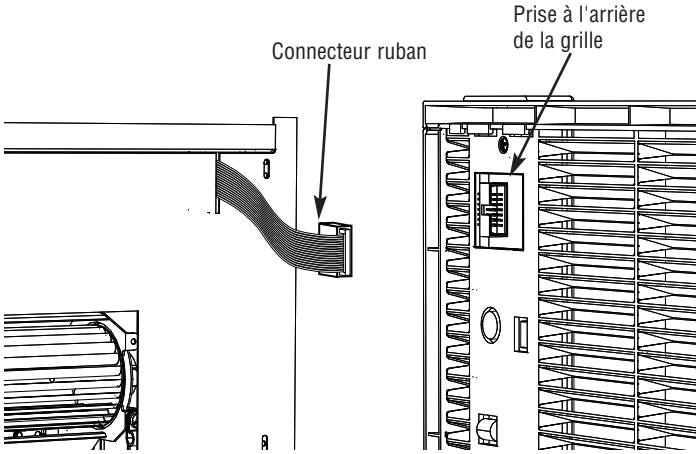

Figure 4 – Ruban connecteur
Mettez en place le couvercle du boîtier de raccordement en vous assurant que le câble en ruban plat est passé dans la fente allongée dans la couvercle, comme montré en Figure 4. Fixez le couvercle en utilisant les 4 vis fournies.
REMARQUE : Environ 3-1/2" (89 mm) de câble ruban doit sortir de la fente pour la connexion sur l'électronique de la grille. L'orientation du connecteur doit être comme montré en Figure 4.
1. Tout en maintenant le côté droit de la grille avec votre main droite, étendez le ruban connecteur avec l'autre main et enfichez le connecteur noir dans la prise noire située au dos du contrôle électronique, derrière la grille. Connecteur et prise ont un détrompeur, la liaison ne peut donc se faire que d'une façon (Figure 4).